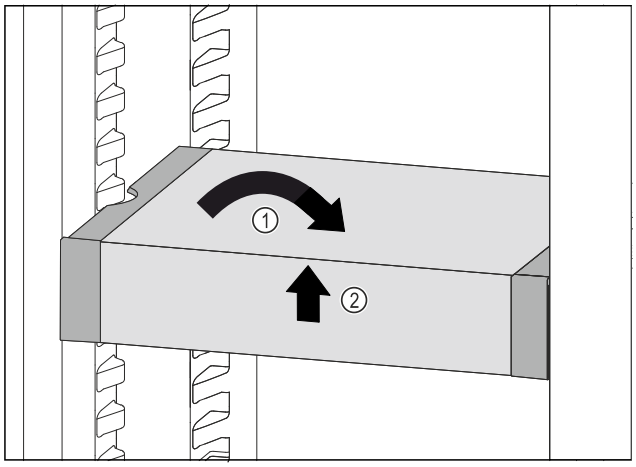

Fig. 170
▶ 将 VarioSafe 放平。 *Fig. 170 (1)*
▶ 抬起 VarioSafe 前部。 *Fig. 170 (2)*